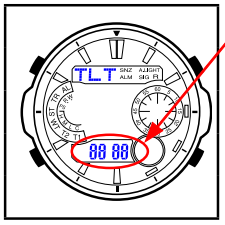

Figure 2
4) Check the display indicates as figure 2.